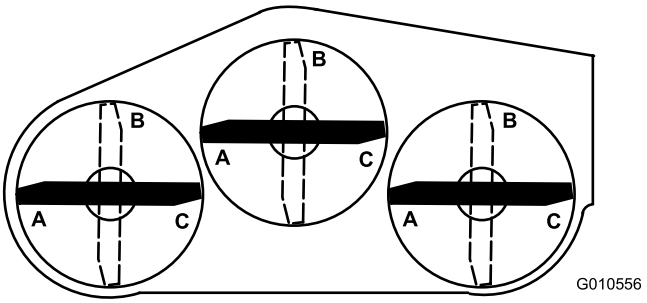
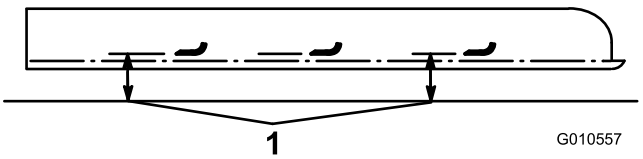

Figur 24
Figur 25
5. Plasser alle tre kniver i A-innstilling (Figur 24) og mål fra bakken til bunnenden av hver knivtupp (Figur 25).
6. Noter målingene fra A-innstillingen, roter knivene til B-innstillingen (Figur 24), mål avstanden fra alle knivene til bakken og noter målene (Figur 25).
7. Roter knivene til C-innstillingen, mål og noter avstanden (Figur 24 og Figur 25).